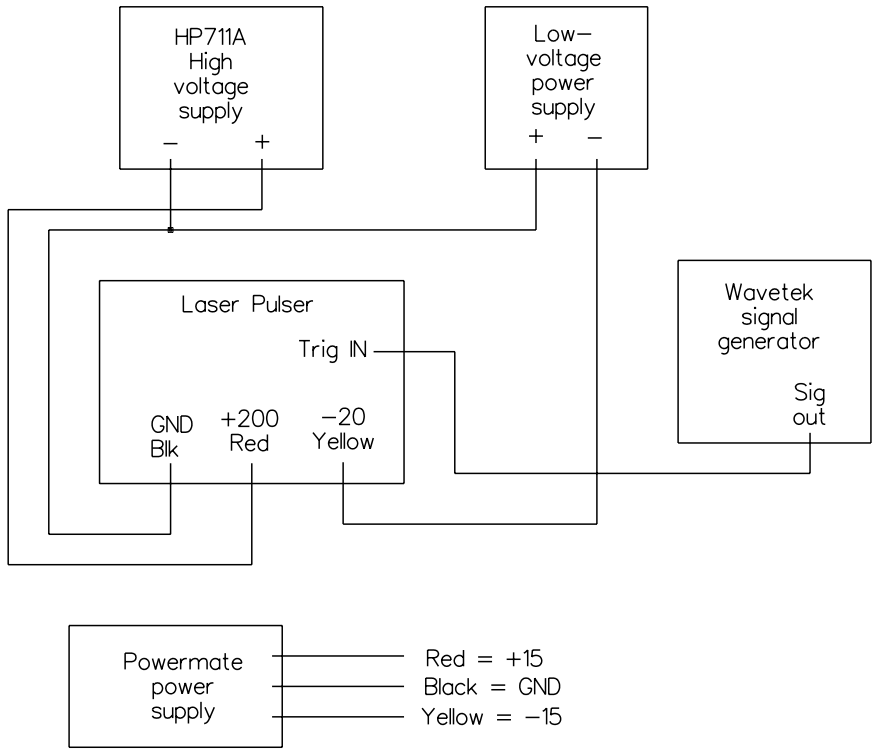

Figure 2: Interconnection diagram. **DANGER! High voltages are present at the output of the HP711 power supply and Test Point 2 on the pulser.**
2. Note the power supply connections as provided in the Equipment Setup diagram (Figure 2 on page 9). [**DANGER! HIGH VOLTAGE!**] Note especially the location of the high voltage input and TEST POINT 2 as these locations will have high voltage present when the supply is energized.